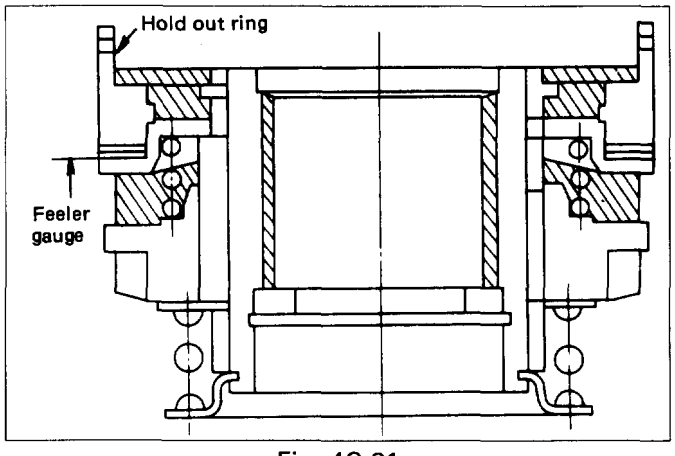

Fig. 4C-81
Outside diameter of the drive clutch assembly (D) measurement (Fig. 4C-82)